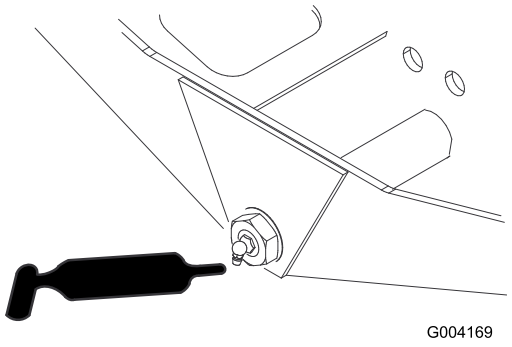

Figur 81
- Akselstyretap (1) (Figur 81)